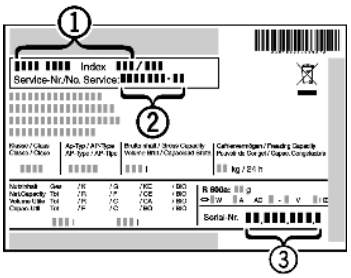

Fig. 37
▶ Read the appliance designation *Fig. 37 (1)*, service no. *Fig. 37 (2)* and serial no. *Fig. 37 (3)* from the rating plate. The rating plate is located inside the appliance on the left-hand side.
▶ Notify the Customer Service department, specifying the fault, appliance designation *Fig. 37 (1)*, service no. *Fig. 37 (2)* and serial *Fig. 37 (3)* no.